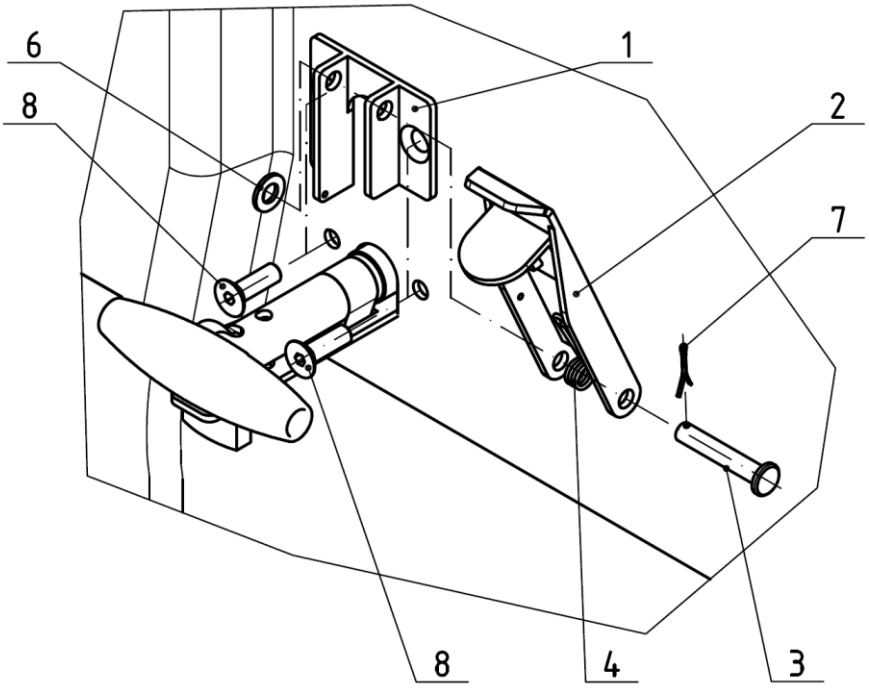

Figure 7
3.2. Install the protector console [1] using bolts [8]. Put the protector [2] with a spring [4] on the console [1], attach them using pin [3], washer [6] and split pin [7] (Figure 7).